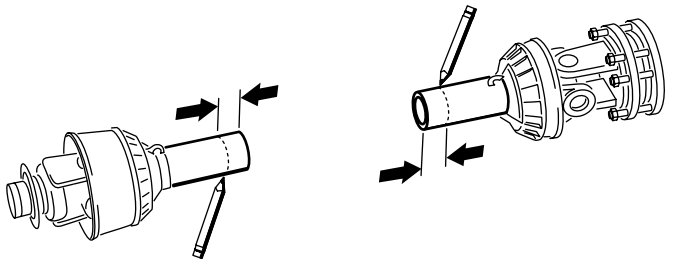
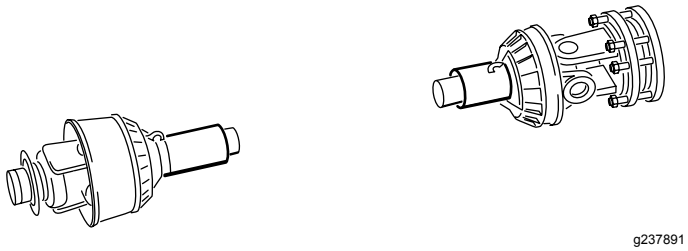

Figur 20
Figur 21
14. Använd måtten som du räknade ut i steg 11 för att hitta, märka ut och kapa av enbart säkerhetsskyddet för att blottlägga rören (Figur 20 och Figur 21).